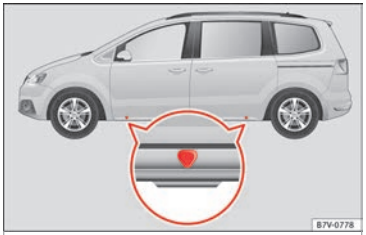
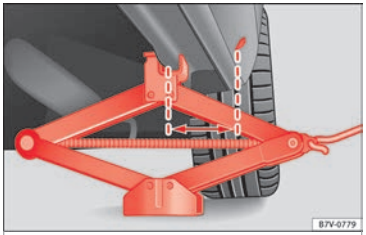

Fig. 68 Jack position points.
Fig. 69 Jack mounted on the left rear part of the vehicle
The jack may be applied only at the jacking points shown (marks on chassis) ››› Fig. 68. The mark indicates the jacking points **below** the vehicle. The jacking points are on the ribs **behind** the front edges ››› Fig. 69. Always the relevant jacking point for the wheel to be changed ››› ⚠.
6. Look below the vehicle for the jacking point ››› Fig. 68 closest to the tyre which has to be changed.
8. Ensure that the foot of the jack is firmly on the ground and that it is placed immediately below the lifting point on the vehicle ››› Fig. 69.
9. Straighten the jack and continue raising it using the handle until the claw holds the vertical reinforcement beneath the vehicle ››› Fig. 69.
- **Only fit the jack at the prescribed jacking points. The claw of the jack should grip the reinforcement nerve on the underbody ››› Fig. 69.**